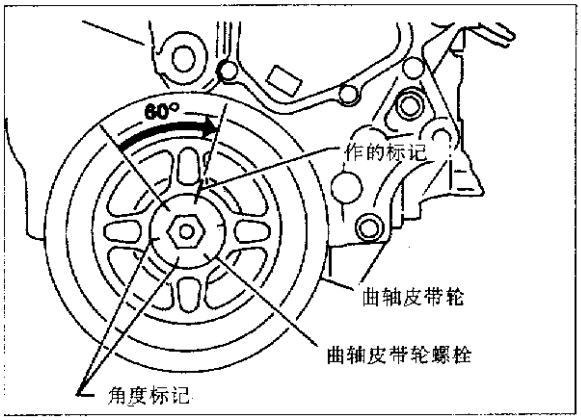

图 2-4-41
(32)安装凸轮轴位置传感器(PHASE)和曲轴位置传感(REF)/(POS),见图 2-4-41。